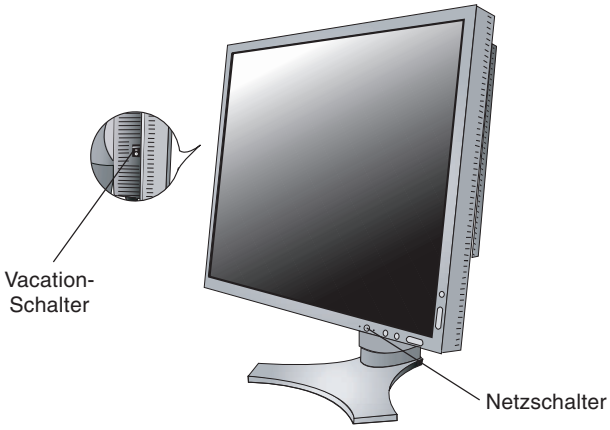

**Abbildung E.1**
9. Der Vacation-Schalter auf der linken Seite des Monitors muss eingeschaltet sein. Schalten Sie den Computer und den Monitor mit dem Netzschalter an der Vorderseite (**Abbildung E.1**) ein.